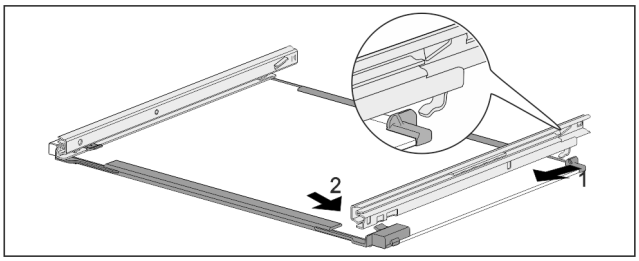

Fig. 162 Glasplaat met rails
▶ Rail achter vasthaken. *Fig. 162 (1)*
▶ Rail voor vasthaken. *Fig. 162 (2)*